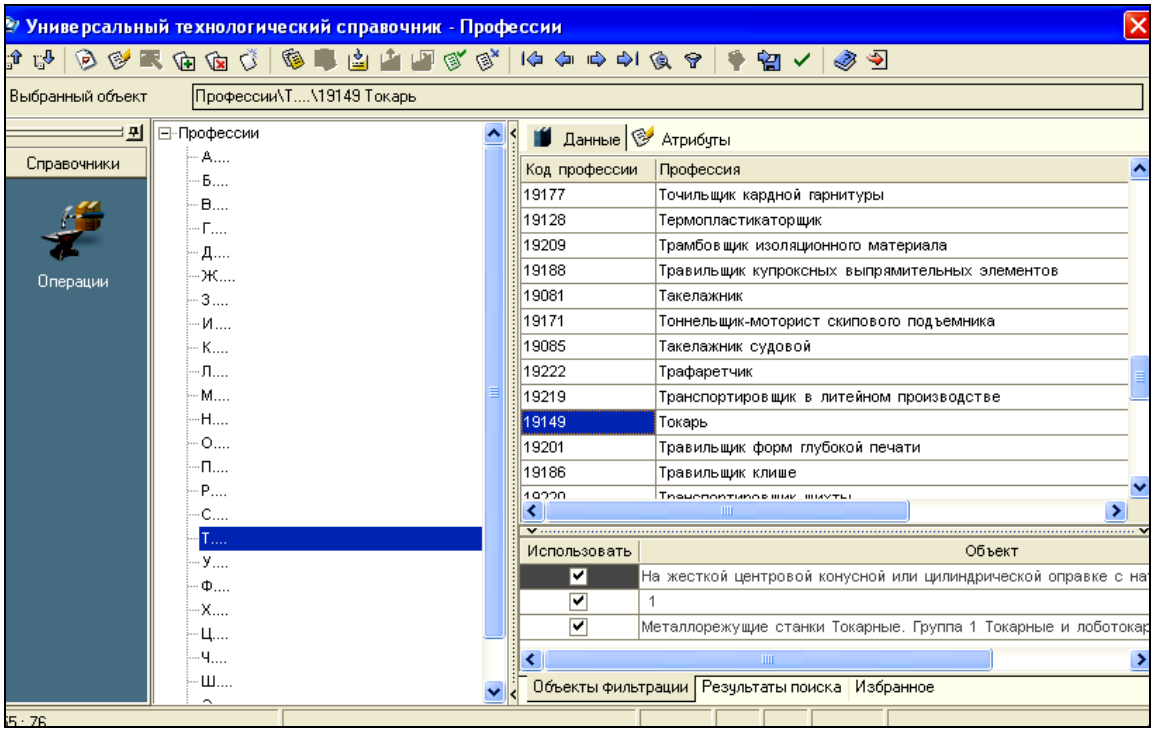

Рисунок 5.6 – Вибір професії робітника
3. У довіднику **Професии**, що відкриється, послідовно вибрати групу професій (яка відповідає першій букві найменування шуканої професії), безпосередньо професію робітника і натиснути на кнопку ***Применить*** (рис. 5.6).